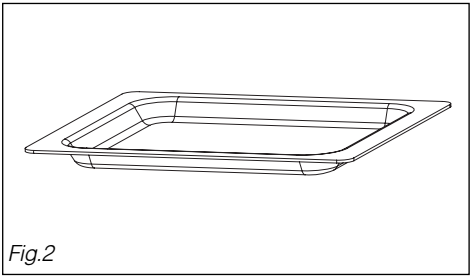

Fig.2
• *La lèchefrite en verre* *(fig.2)* :